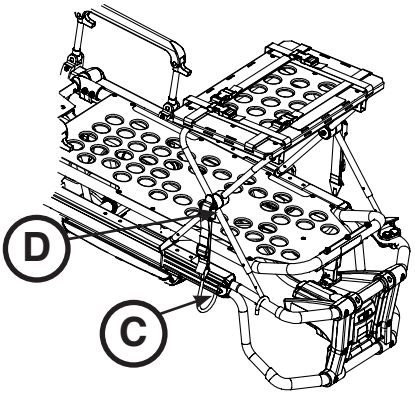

Figure 57
5. Placer la boucle de la sangle (C) sous le cadre du plan de couchage de la civière ou le dispositif de fixation côté pieds et pousser la languette (D) vers le haut jusqu'à ce qu'elle se verrouille en émettant un clic (Figure 57). Répéter cette opération de l'autre côté de la tablette porte-défibrillateur.